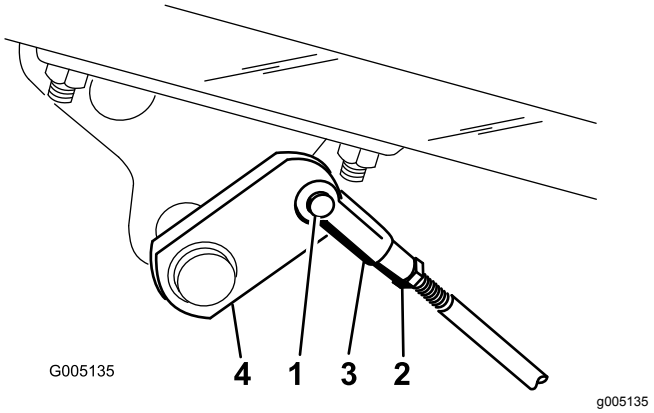

Figuur 55
2. Als de remmen niet in gelijke mate blokkeren, maakt u de remstangen los door de borgpen en de gaffelpen te verwijderen (Figuur 55).
3. Draai de contramoer los en stel de gaffel af (Figuur 55).
4. Monteer de gaffel aan de remas (Figuur 55).